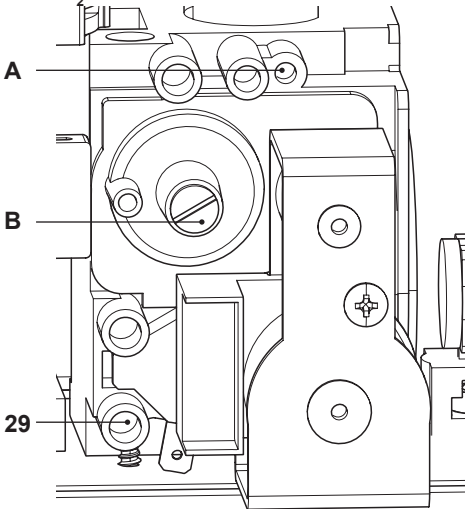

Figura 7.8
- A caldaia spenta (fuori servizio), controllare la pressione di alimentazione utilizzando la presa 29 in Figura 7.8 e confrontare il valore letto con quelli riportati nella tabella Pressioni di alimentazione gas nella sezione "Dati tecnici M270V.2025 SM" a pag. 22.
- Richiudere bene la presa di pressione 29 in Figura 7.8.
- Per tarare il **CO_2** della caldaia (pressione del gas al bruciatore) svitare completamente il tappo in ottone di protezione **B** e agire sulla vite a brugola Ø 4 mm sottostante Figura 7.8, girando in senso orario il **CO_2** aumenta.
- Se i due dati non coincidono agire sulla vite regolazione massimo RQ (**A** in Figura 7.8) della valvola gas e tarare il **CO_2** allo stesso valore riportato nella sezione "Dati tecnici M270V.2025 SM" a pag. 22. Girando in senso orario il **CO_2** diminuisce.